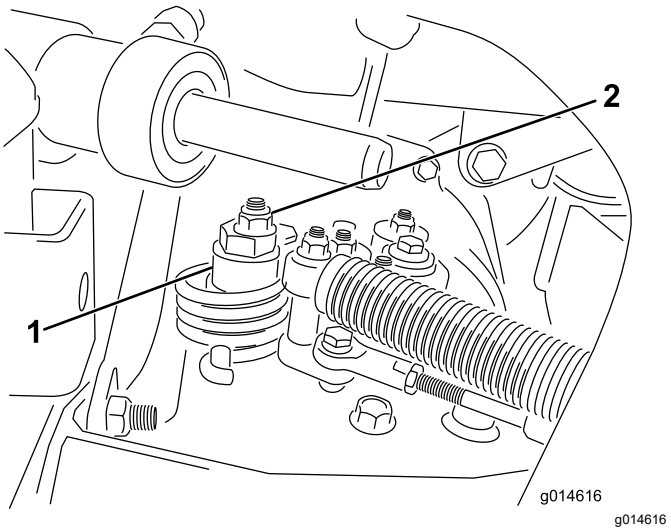

Rysunek 37
A. Poluzuj nakrętkę mocującą mimośród do górnej części higrostatu (Rysunek 37).
C. Obracaj mimośrodem, aż ustanie powolny ruch w każdym kierunku. Gdy koło przestanie obracać się, dokręć nakrętkę, blokując mimośród i regulację (Rysunek 37). Sprawdź prawidłowość wyregulowania, ustawiając dźwignię przepustnicy w położeniu NISKICH i WYSOKICH obrotów.